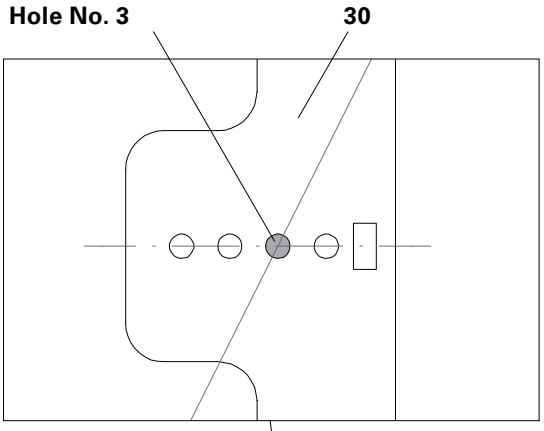
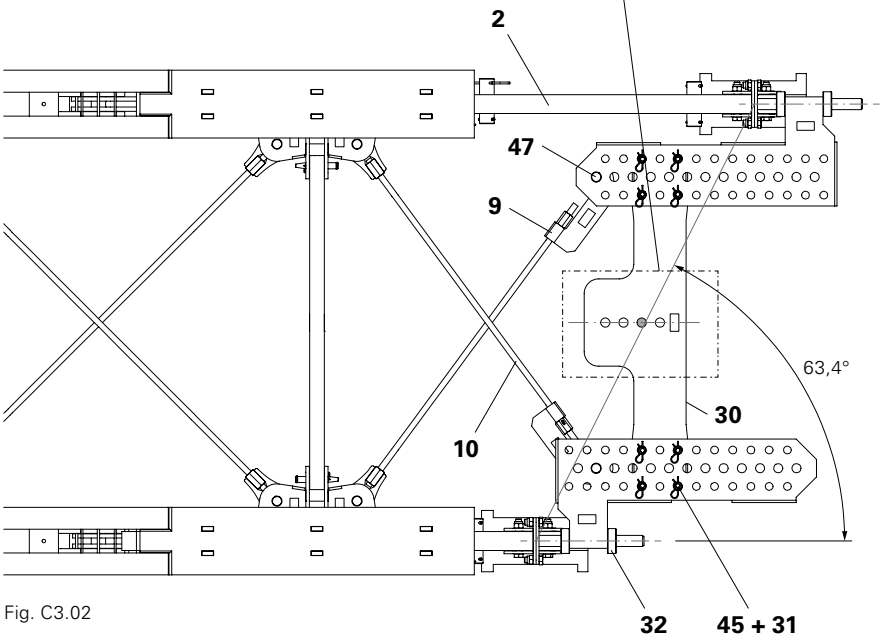

Fig. C3.02a
Fig. C3.02
1. Extend the Bearing Frame (2). (Fig. C3.02)
2. Mount the Bracing Traverse (30).
3. Adjust the Bracing Traverse (30) with the help of the bracing spindles (32). One of the four holes must be centered on the connecting line of the two bracing spindles. Here in the example: Hole No. 3 (Fig. C3.02a)
4. Mount the Articulated Spanner (9). For this, insert the bolts (47) into the first possible hole and secure with a cotter pin.
5. Adjust the tie rod (10) so that it is free of any play.